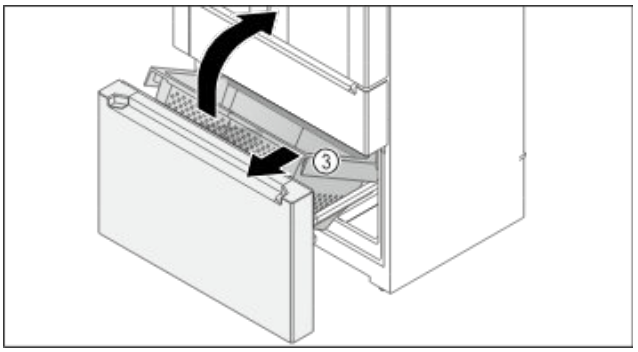

Fig. 153
- ▶ Ridicați recipientul *Fig. 153 (3)* în față.
- ▶ Extrageți recipientul *Fig. 153 (3)* oblic spre partea frontală.